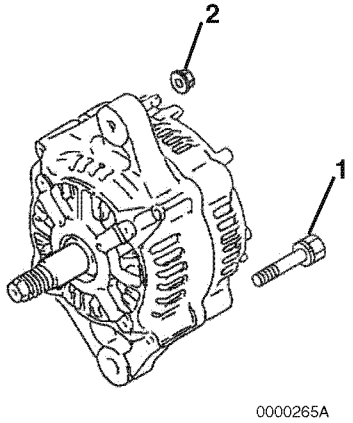

Figure 12-8
7. Remove the two bolts **(Figure 12-8, (1))** and two nuts **(Figure 12-8, (2))** securing the rear frame housing to the front frame housing.